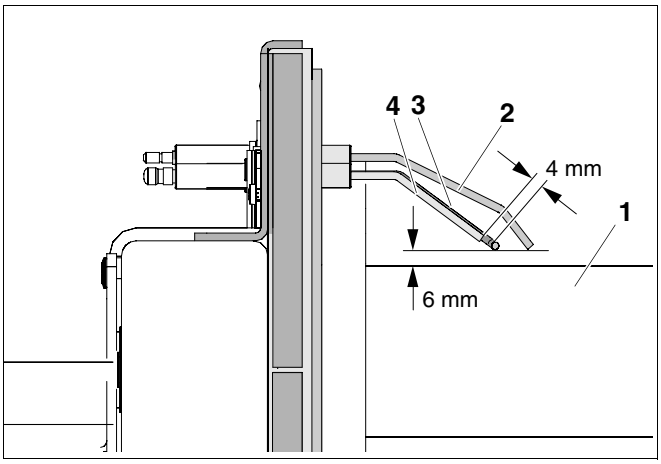

Abb. 56 Elektrodenposition überprüfen (Maße in mm)
- Abstände von Elektroden entsprechend ➔ Abb. 56 messen und gegebenenfalls korrigieren.
- Elektrodenhalter so justieren, dass die Elektrodenposition der ➔ Abb. 56 entspricht.